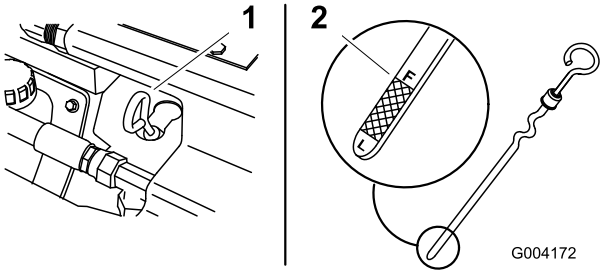

Figur 15
4. Gör rent runt oljestickan (Figur 15).
5. Drag ut oljestickan och torka av metalländen (Figur 15).
6. Stick ned oljestickan helt i oljestickans rör (Figur 15).